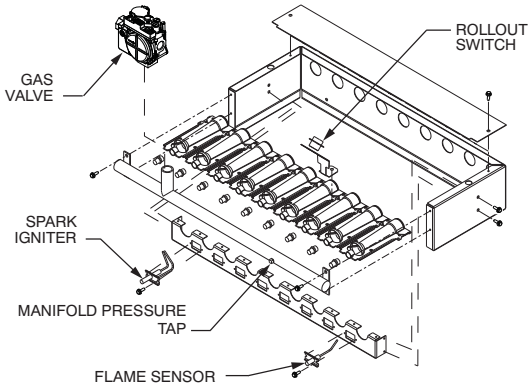
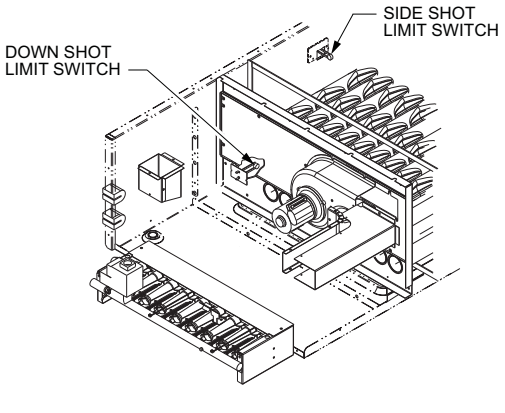
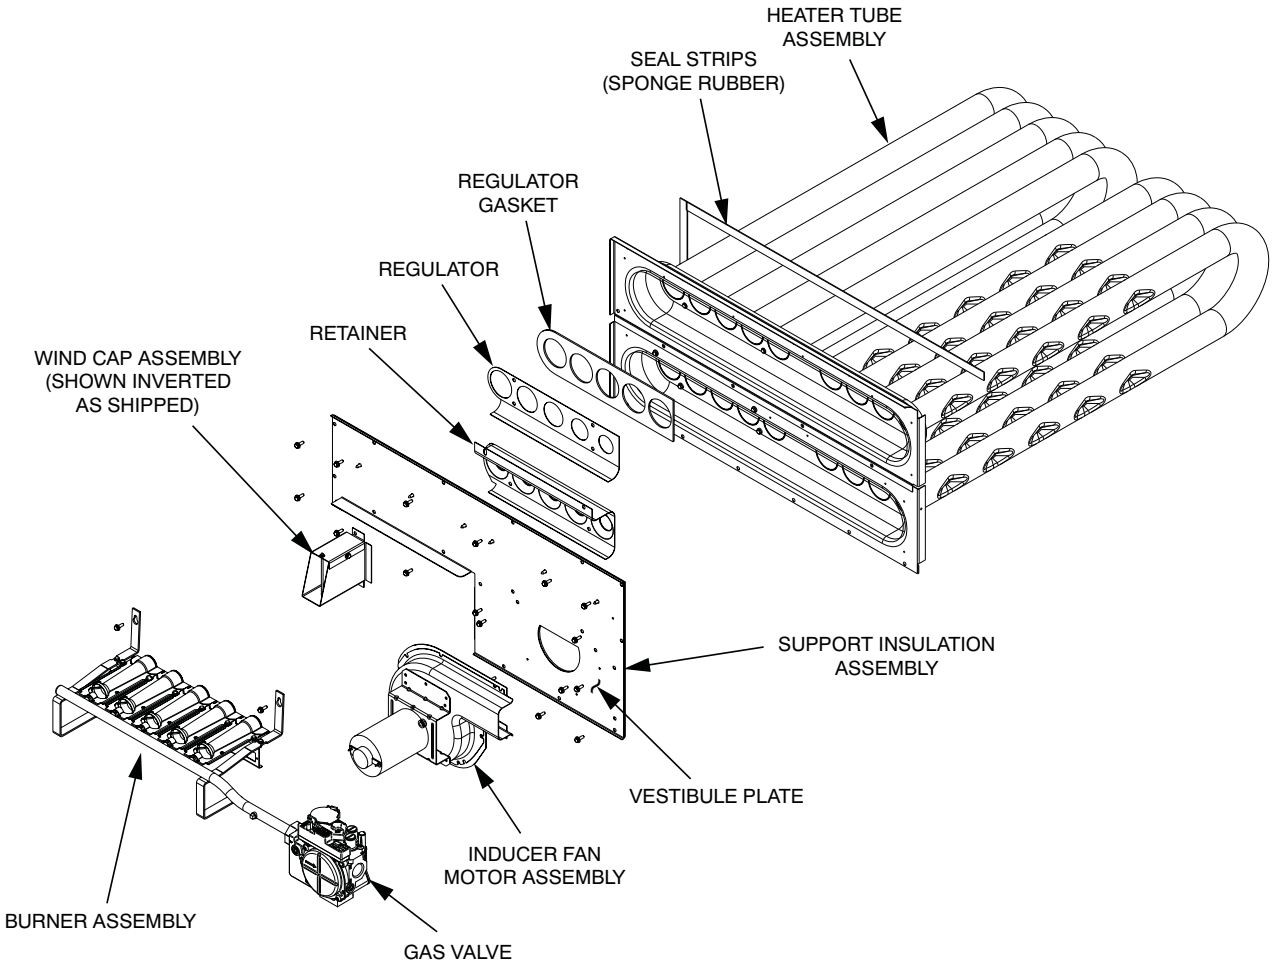

Fig. 46 – Burner Section Details
Fig. 48 – Limit Switch Locations
Fig. 51 – Typical Heat Exchanger Assembly
The heat exchanger system consists of a gas valve feeding multiple inshot burners off a manifold. The burners fire into matching primary tubes. The tubes exit into the collector box, then into the induced draft fan wheel inlet. The induced fan wheel discharges into a flue passage and flue gases exit out a flue hood on the side of the unit. The induced draft fan motor includes a Hall Effect sensor circuit that confirms adequate wheel speed via the Integrated Gas Control (IGC) board. Safety switches include a Rollout Switch mounted at the top of the burner compartment. A limit switch is mounted through the side of the fan deck, over the tubes. The vestibule plate faces the tubes. See Figs. 46 and Fig. 48.
1. Remove the combustion blower wheel and motor assembly according to directions in the Combustion–Air Blower section. See Fig. 51.
1. Remove the seven screws attaching the induced–draft motor housing to the vestibule plate. See Fig. 51.
See Fig. 46, Fig. 51 and Fig. 53.